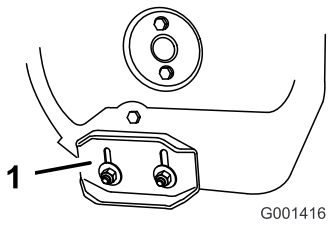

Figur 43
3. Løsn de møtrikker, der fastgør begge glidere til sneglens sider, indtil gliderne let kan glide op og ned (Figur 43).